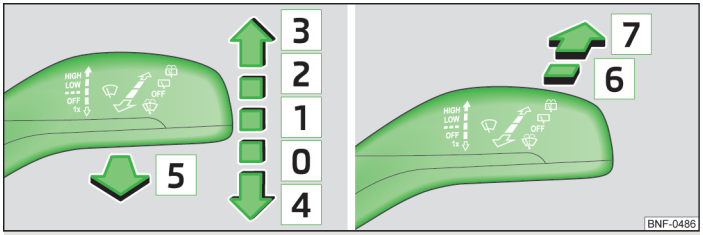

Fig. 31 **Operating lever: Windscreen wipers and washer settings**
Lever positions » Fig. 31
- Press the windscreen wiper lever into position 4 » Fig. 31 on page 39 and the windscreen wiper arms will move into the service position.
› Turn on the ignition and press the windscreen wiper lever into position 4 » Fig. 31 on page 39 ; the windscreen wiper arms move to the home position.